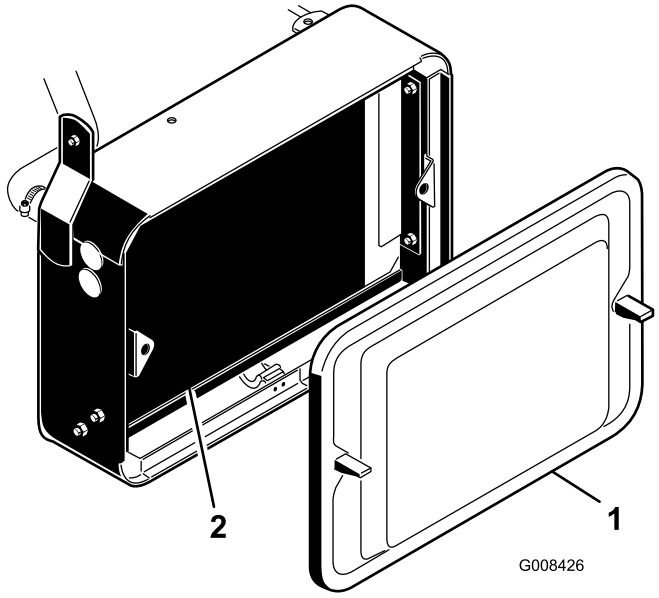

Figur 45
1. Afmonter kølergitteret (Figur 45).